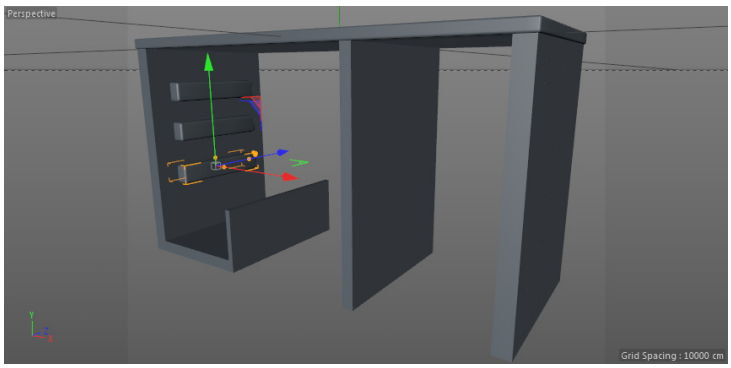

Figure 3-88 *Left side positioned in the Perspective viewport*
15. Select *Cube.1*, *Cube.2,* and *Cube.3* using the CTRL key in the Object Manager. Next, press ALT+G; the *Null* object is added to the Object Manager. Rename it as **left side**. Figure 3-88 displays *left side* positioned in the Perspective viewport.